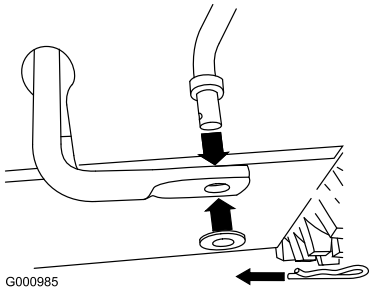

Figur 5
1. Ta bort hårnålssprinten och brickan från hastighetskontrollstångens nedre ände och för in stångens nedre ände i den nedre länkarmen, så att hastighetskontrollstångens böjda ände är vänd bakåt (Figur 5).